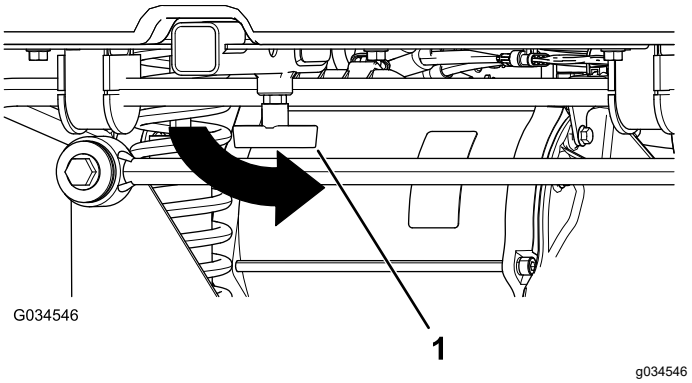

Figur 18
4. Stram T-håndtaket ved å rotere det mot klokken (Figur 18).